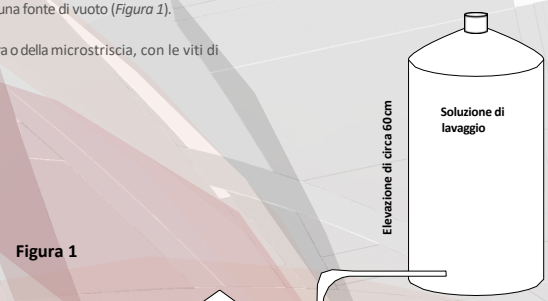

Figura 1
1. Collegare l'ingresso contrassegnato con "fill" sul retro dell'alloggiamento a una fonte di soluzione di lavaggio (*Figura 1*).
2. Collegare l'ingresso contrassegnato con "vac" sul retro dell'alloggiamento a una fonte di vuoto (*Figura 1*).